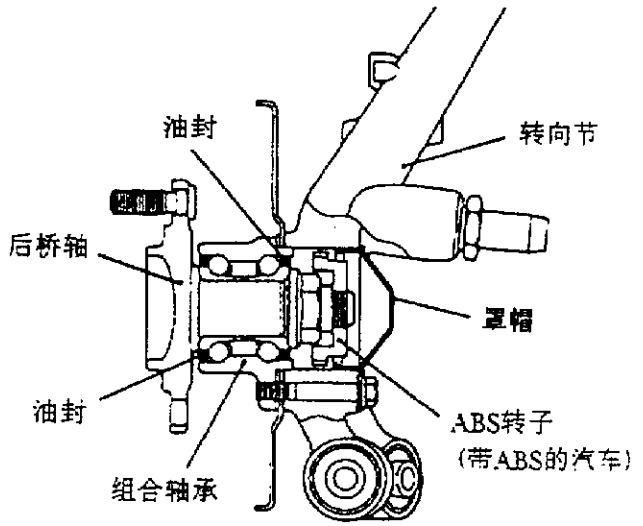

图 6－2－11
(1)GALANT 车型总成的拆装如图 6－2－12 所示。